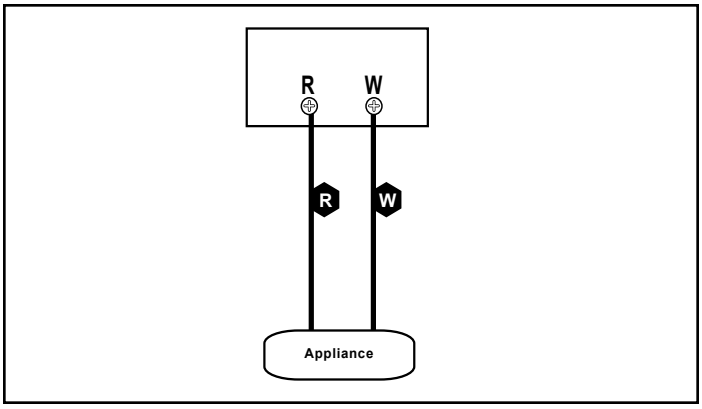

Figure 23.2
5. Connect your thermostat wire to the W and R terminals **(Figure 23.2)**.